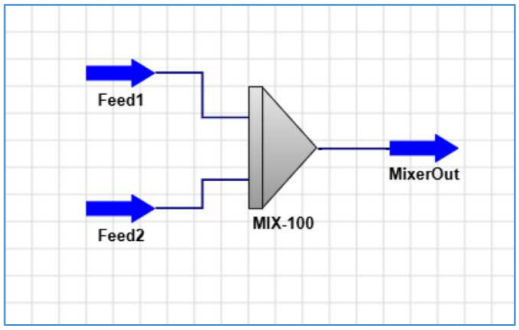

Рисунок 14. Все потоки смесителя
6. Создаем выходной поток смесителя, переименовываем на «MixerOut» и подключаем к выходу смесителя. В результате в рабочей области отображается смеситель с подключенными входными и выходными потоками (Рисунок 14).